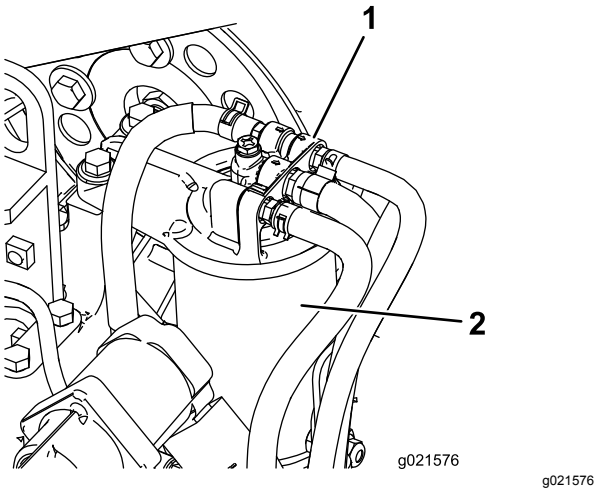

**Figur 64**
1. Gör rent omkring bränslefilterhuvudet (Figur 64).
2. Demontera filtret och rengör filterhuvudets monteringsyta (Figur 64).